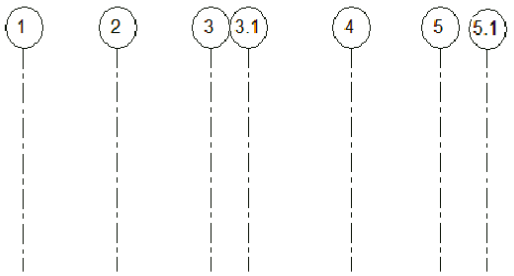

Figure 3-50 *The display of vertical grids after they are renumbered*
14. Repeat steps 10 and 11 to rename the grid lines marked **6** and **7** to **5** and **5.1**, respectively, as shown in Figure 3-50.